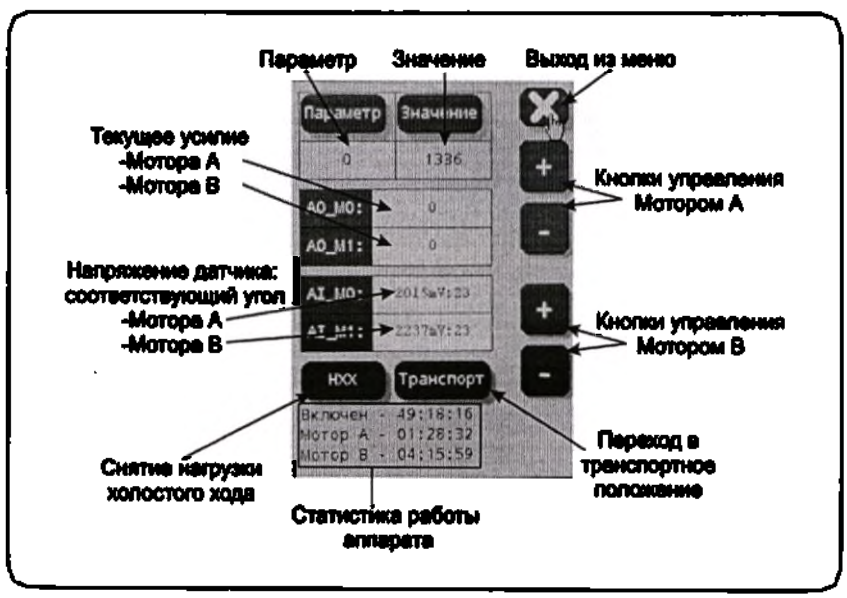

Рисунок 7.7 – Дисплей режима настройки системы
7.5 Дисплей режима настройки системы (см. рис. 7.7):